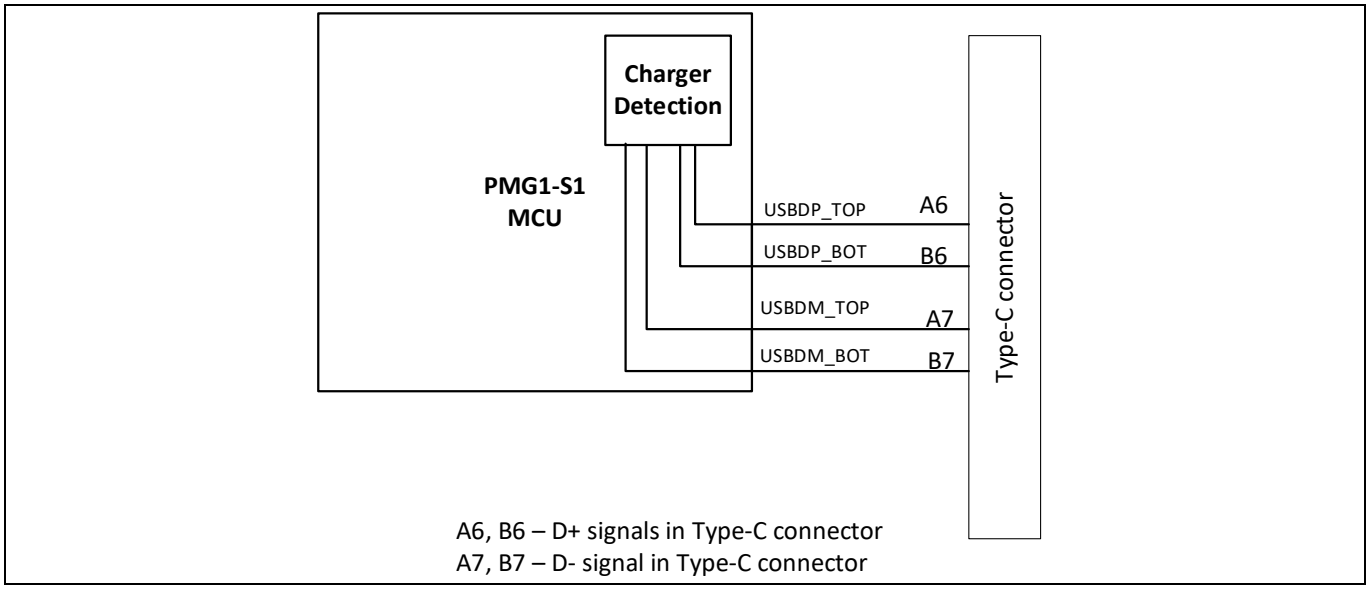

Figure 24 EZ-PD™ PMG1-S1 MCU 中的充电器检测
- 但对于 EZ-PD™ PMG1-S1 MCU，请勿短接这些引脚。将 Type-C 连接器引脚直接路由到 MCU 的高速 (HS) 引脚 (**Figure 24**)。